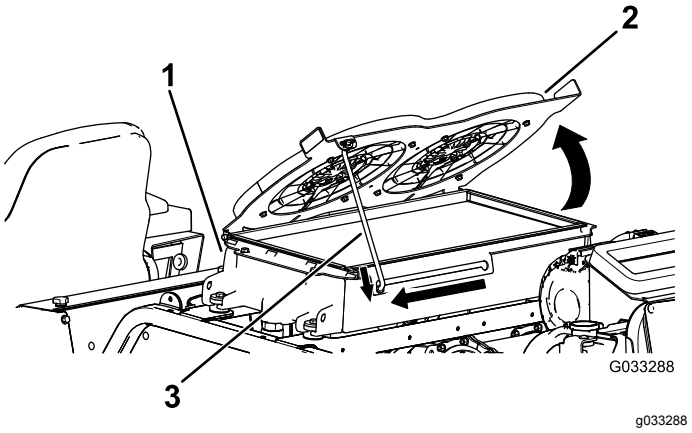

**Figur 122**
2. Rikta hydraulsystemets kylfläktar uppåt och fäst stöttan i skåran (Figur 122).